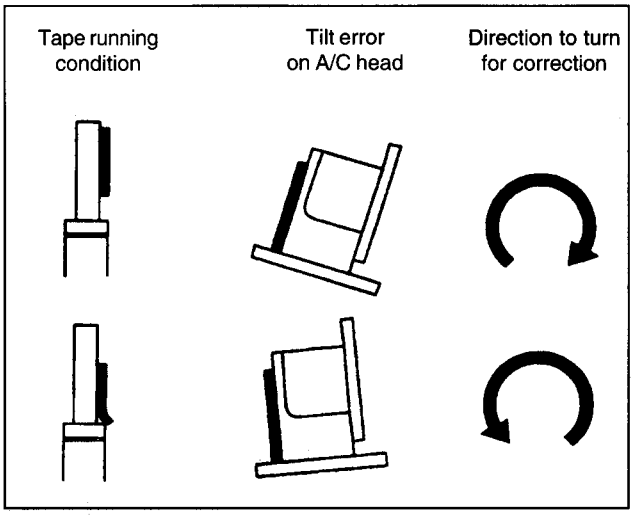

Fig. M14
• By means of the tilt angle adjusting screw, move the tape until the lower edge just touches the tape guide A1 (see fig. M14) ; the tape must not be distorted by the lower edge.